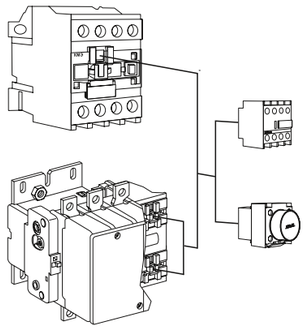

Рис. 1
1. Схема установки приставки контактной ПКЭ EKFи приставки выдержки времени ПВЭ EKF на контакторы КМЭ EKF и КТЭ EKF (рис. 1).